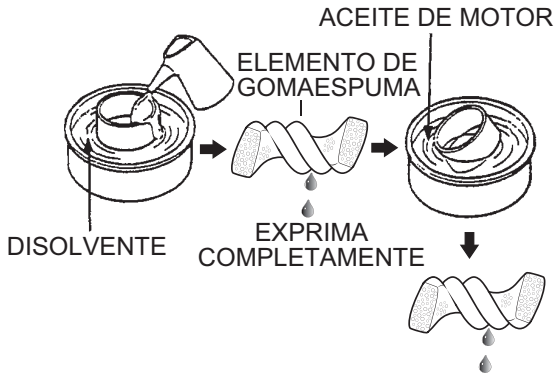

Figura 17. Limpieza del elemento de goma espuma
4. Limpie el elemento de gomaespuma (Figura 17) en disolvente no inflamable o agua jabonosa templada. Enjuague y seque completamente.